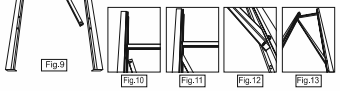

Fig.9 Fig.10 Fig.11 Fig.12 Fig.13
Take one Upright-Diagonal Strut (3) and insert it into the channel of Upright Column (1) on one side. Using the Button Head Hex Bolt (7) and Hex Nut (8) to connect the Upright Column (1) and Diagonal Strut (3), thread a Button Head Hex Bolt (7) through the second hole (next to the assembled Horizontal Strut (2)) from one side to the other side. Use Hex Nut (8) and Hex Key (11) to tighten (do not fully tighten the bolt). Please note that the channel of Horizontal Strut (2) should be downward (Fig.9–Fig.13).